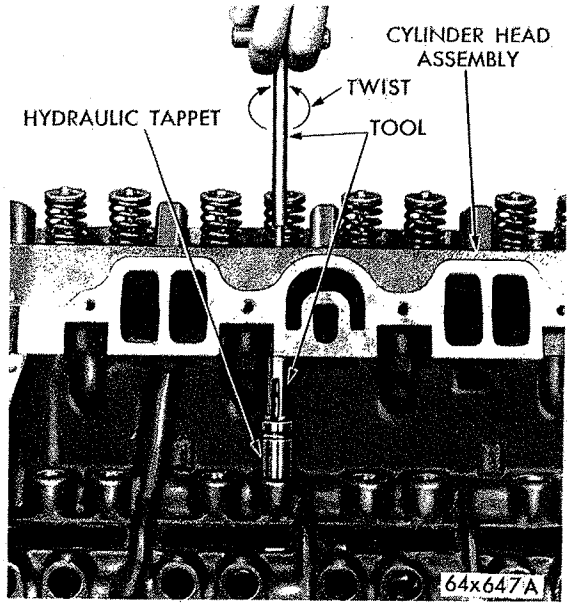

*Fig. 20—Removing Tappet Using Tool C-3661*
(2) Remove rocker arms and shaft assembly.
(3) Remove push rods and place them in their respective holes in Tool C-3068.
(4) Slide Tool C-3661 through push rod opening in cylinder head and seat tool firmly in the head of tappet.
(5) Pull tappet out of bore with a twisting motion, as shown in Figure 20.